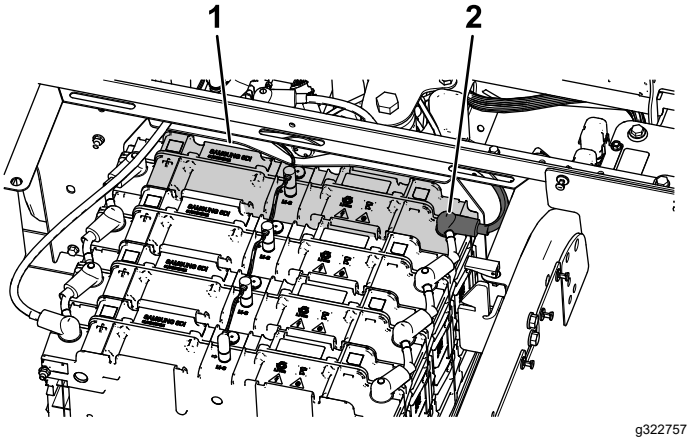

Figur 41
1. Ta bort kabelskon för batteriets minuspol (–) från det främre batteripaketet (Figur 41).